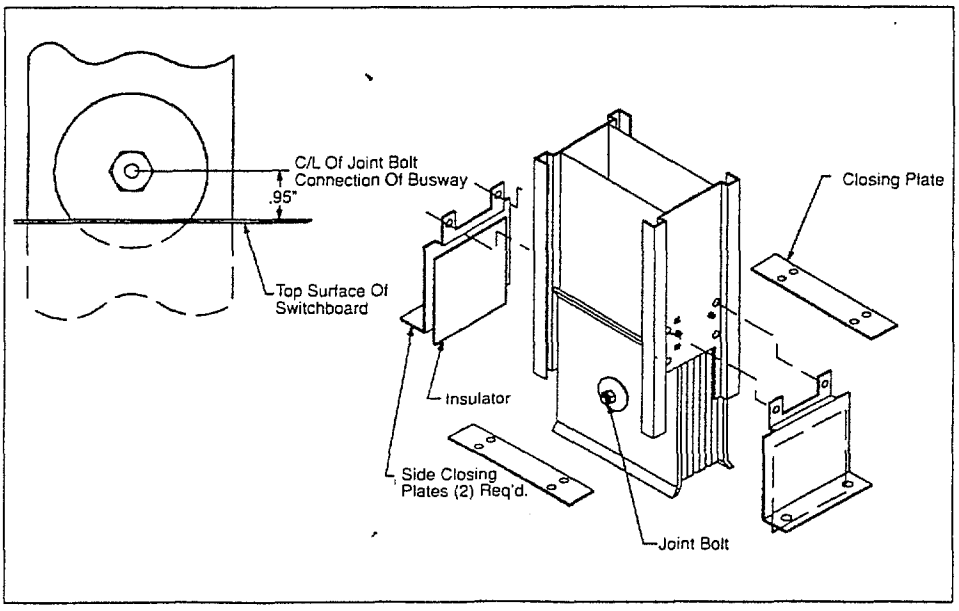

Figure 12: Qwik Flange Installation
1. QWIK FLANGE BUSWAY CONNECTION-UL TYPE 1 (INDOOR) ONLY (figures 12, 13).
C. Check joint bolt alignment; the centerline of the joint bolt to switchboard surface should be 0.95" as shown in figure 12 below.